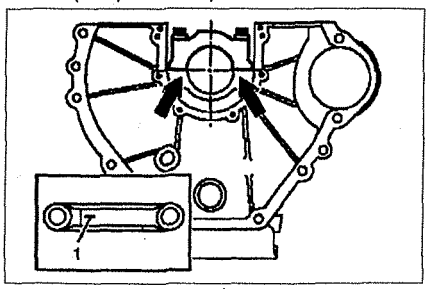

Рис. 2.67. Идентификация крышек коренных подшипников упрощает их установку.
1. Установите опорные крышки без вкладышей. Начинать необходимо с центра так, чтобы все крышки могли быть установлены в одинаковое положение. Все крышки имеют идентификационную нумерацию по возрастанию и не могут быть перепутаны (см.рис.2.67).